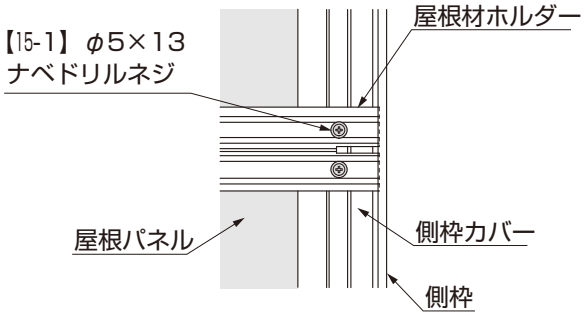

図5-10
- ●側枠カバー側のネジだけを固定して、反対側は次の屋根パネルとアーチカバーを取付けた後で固定してください。(図5-10参照)